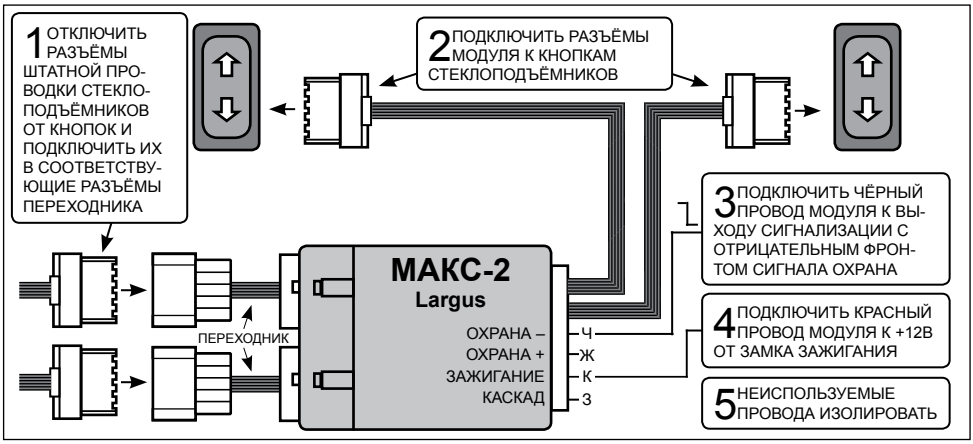

Рисунок 2. Схема подключения модуля МАКС-2 Largus к сигнализации с отрицательным фронтом на выходе управления внешними устройствами
5.5 Для автоматического подъёма стёкол при постановке на охрану подключить один из проводов «ОХРАНА» модуля к цепи, на которой появляется импульс при постановке на охрану. Вход «ОХРАНА +» срабатывает на перепад напряжения от 0 до 12 Вольт (положительный фронт), а вход «ОХРАНА –» срабатывает на падение напряжения (отрицательный фронт) (рисунок 2). Неиспользуемые провода изолировать.